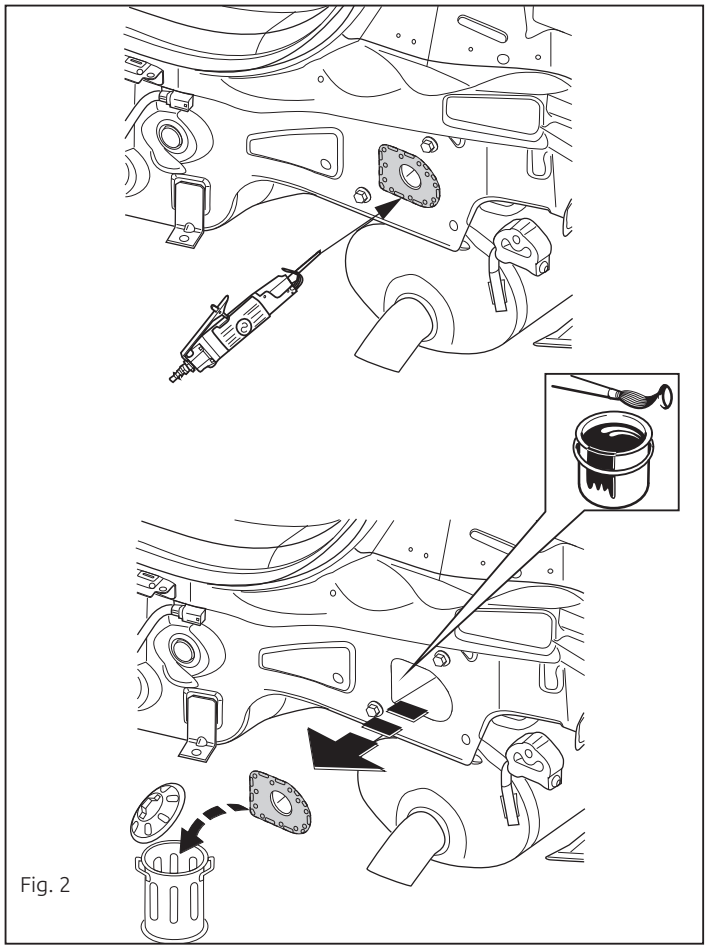

Fig. 2
5. Saw out the portions as indicated in fig. 2.
5. Gemäß Abb. 2 die angegebenen Teile heraussägen.
5. Выпилить обозначенные части, как указано на рис. 2.